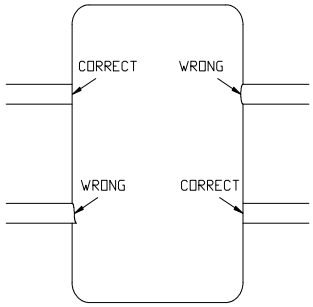

Figure 2
3. **Make certain belt rails do not protrude into the rough opening in any way. *(See Figure 2)***